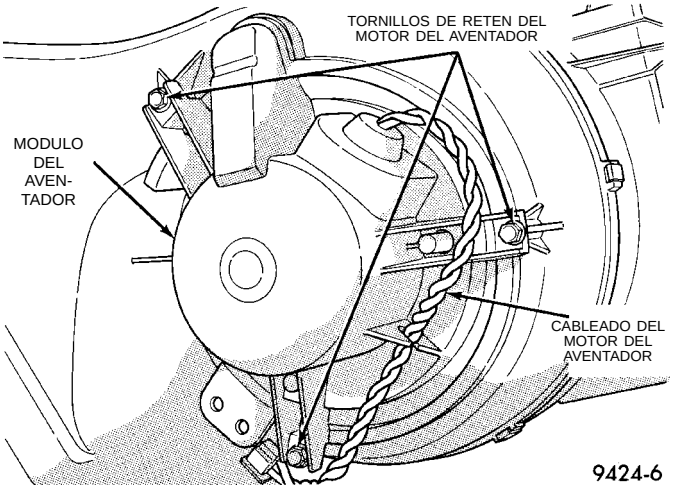

Fig. 21 Tornillos de retén del motor del aventador
(3) Corte el silenciador de la caja de la rueda en línea con el cableado del motor del aventador.
(4) Desconecte el conector de cableado del motor del aventador.
(5) En vehículos con volante a la derecha, retire la cubierta del motor.
(6) Retire tres tornillos de retén del motor del aventador (Fig. 21).
(7) Baje el conjunto del motor del aventador de la caja de la unidad.